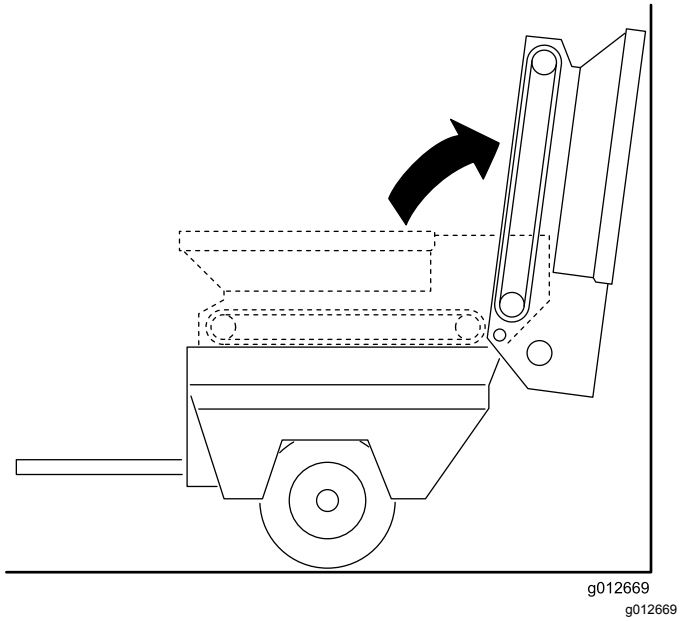

**Figur 27**
3. Drej tragtbeholderen bagud, og læn den mod en væg, stolpe, stige el.lign. (Figur 27).
**Sørg for, at tragtbeholderen er drejet hen over midten og/eller er fastgjort til en væg eller stolpe for at forhindre den i at falde ned på arbejdsområdet ved et uheld (Figur 27).**
3. Drej forsigtigt tragtbeholderen ned på gliderens stelvanger. Se Figur 27 i Afmontering af glideladet (side 24).